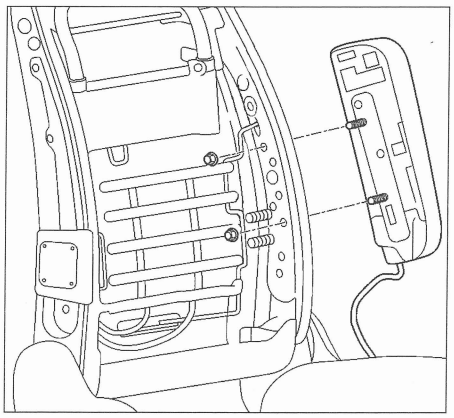

FIG. 12
• Desmontar el airbag lateral **(fig. 12).**